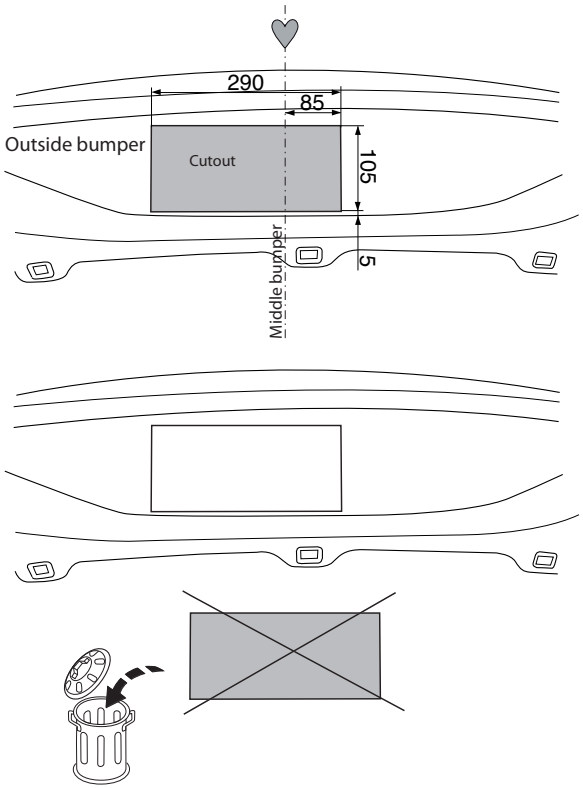

Fig. 2
7. Выпилить часть из бампера в середине снизу, как указано на рис. 2 .